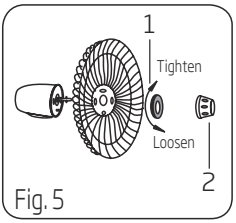

Fig. 5
1. Unscrew the spinner clockwise (or take the spinner out from the bag) and the plastic nut counterclockwise to remove both of them. Fix the rear grill to the motor then tighten the plastic nut again. (Fig. 5)